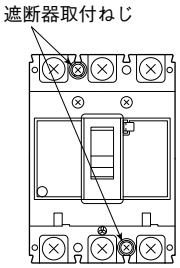
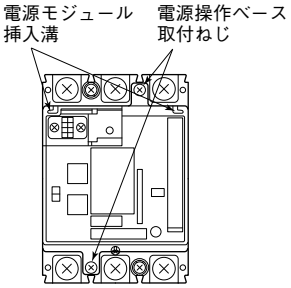
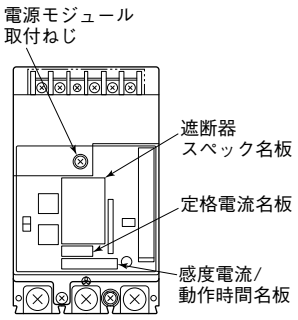
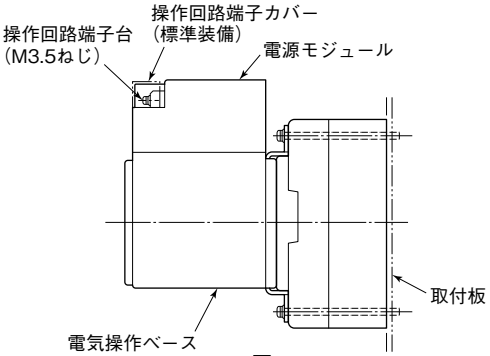

図3
図4
図5
図6
(3) 遮断器を遮断器取付ねじ（2本）で取付板に取り付けてください。さし込形の場合はさし込端子台に取り付けてください。（図3）
(4) 遮断器を『OFF』にしてください。
(5) 電気操作装置を『OFF』にしてください。
(6) 電気操作ベースを遮断器に取り付け，電気操作ベース取付ねじ（2本）で遮断器と電気操作ベースを取付板（さし込形の場合はさし込端子台）に共締めしてください。（図4，図6）
(7) 電源モジュールを電気操作ベースの電源モジュール挿入溝に合せ差込んだ後，電源モジュール取付ねじ（1本）で電源モジュールを電気操作ベースに取り付けてください。（図4，図5）
(8) 同梱の名板類を電気操作装置カバーに貼り付けてください。（図5）